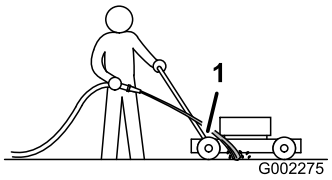

Figuur 29
3. Houd de tuinslang ter hoogte van de handgreep en richt de waterstraal op de grond, net vóór het rechter achterwiel (Figuur 29).